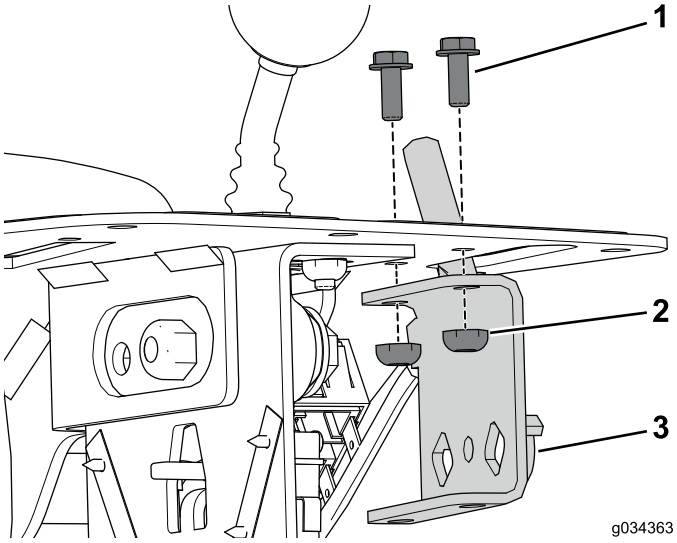

Bild 3
2. Entfernen Sie die zwei Schrauben und Sicherungsmuttern, mit denen die Gasbedienung am Bedienfeld befestigt ist, und werfen sie weg (Bild 3).